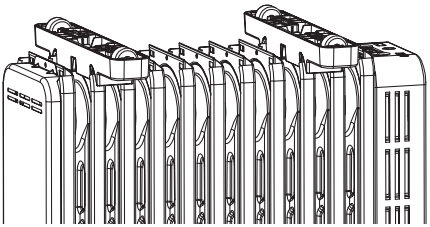

Figure 2
3. After the installation is firm as Figure 2, It is OK after you check, to put the electric heater right and the wheel can touch the ground.